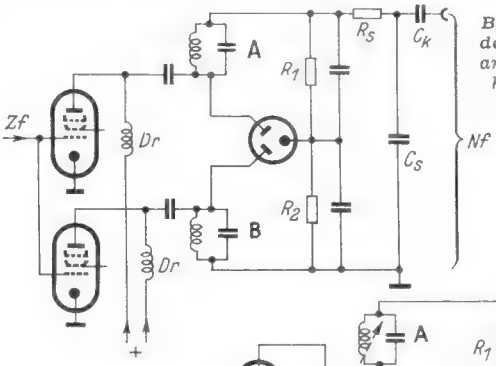

Bild 9. Ankopplung des Diskriminators an den Zf-Verstärker über zwei getrennte Röhren
a) mit zwei getrennten Röhren erfolgen, die gitterseitig zusammengeschaltet sind (Bild 9). Nachteilig ist der große Aufwand, von Vorteil ist die elektrische Trennung der beiden Kreise A und B voneinander. Da sie nicht miteinander gekoppelt sind, können sie für sich abgeglichen werden, ohne sich gegenseitig zu beeinflussen.